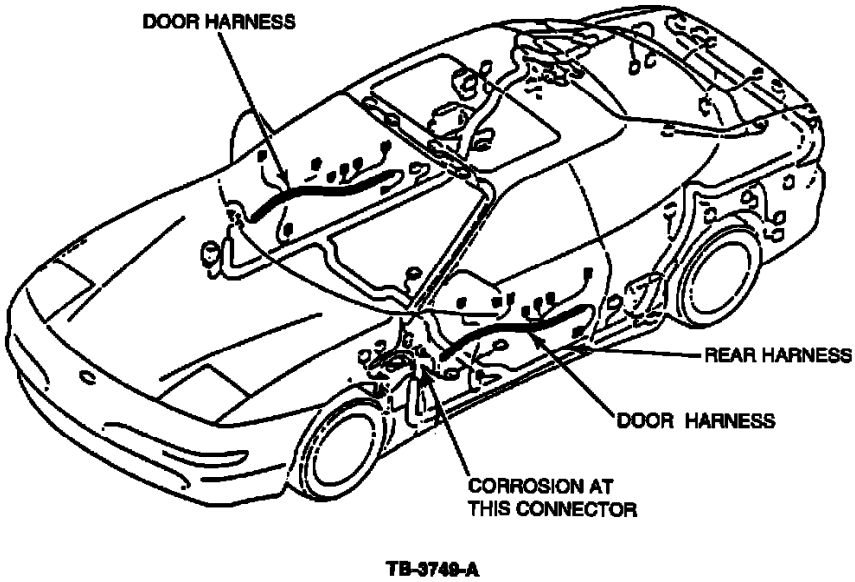

Figure 1
3. Inspect the condition of the "A" pillar electrical connector. Refer to Figure 1.